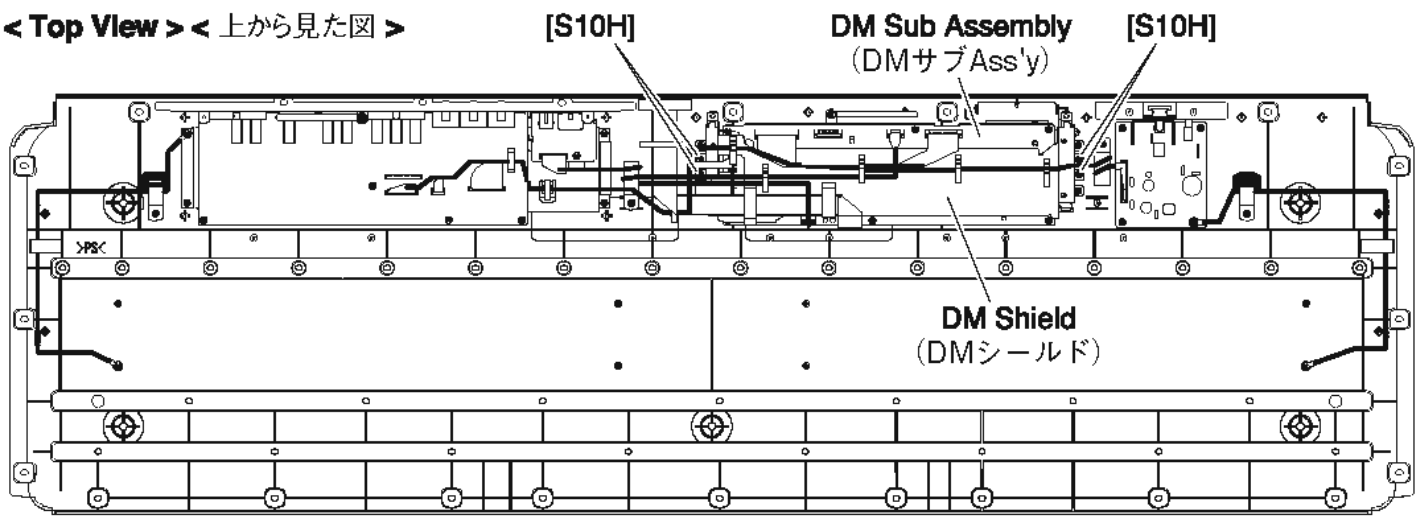
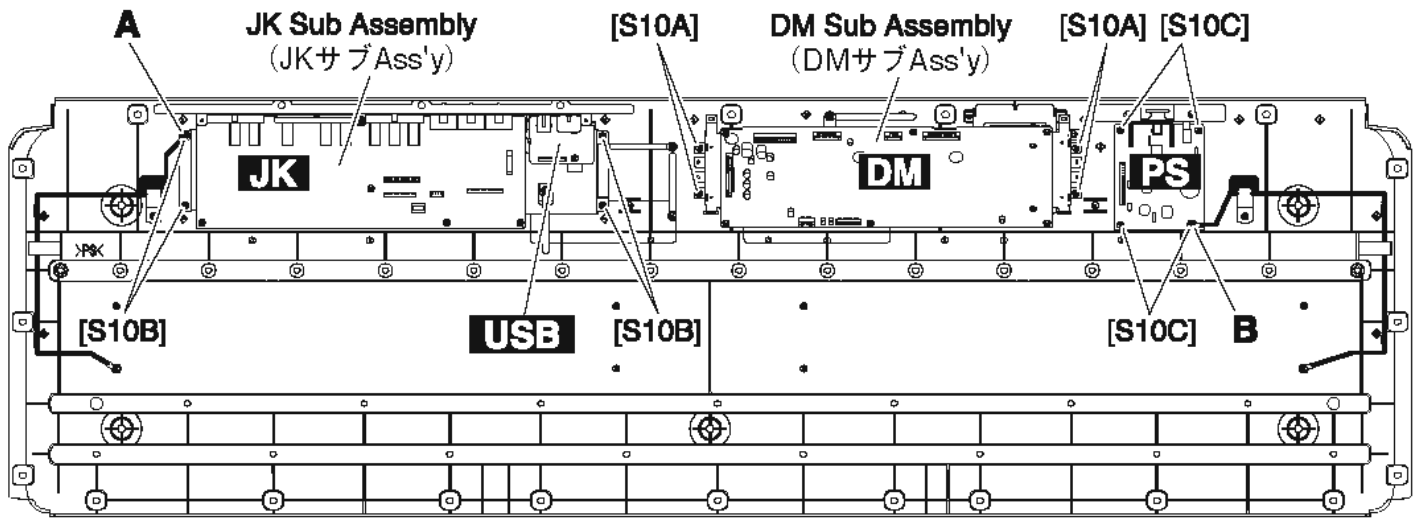

Fig.2 （図 2）
Fig.3 （図 3）
2-2 Each circuit board and assembly can be removed by removing its fixing screws as listed below. (Table 1, Fig.2, Fig.3)
2-2 次のネジを外すことにより、基板、アッセンブリを外すことができます。(表 1, 図 2, 図 3)
*1 Remove the four (4) screws marked [S10H]. The DM shield can then be removed.
*2 As for the screw marked [S10B] at the location of "A", it is tightened together with a GND terminal. (Fig.3)
*3 As for the screw marked [S10C] at the location of "B", it is tightened together with a GND terminal. (Fig.3)
*2 "A"の位置の[S10B]のネジ1本は、アース線と共締めされています。(図3)
*3 "B"の位置の[S10C]のネジ1本は、アース線と共締めされています。(図3)